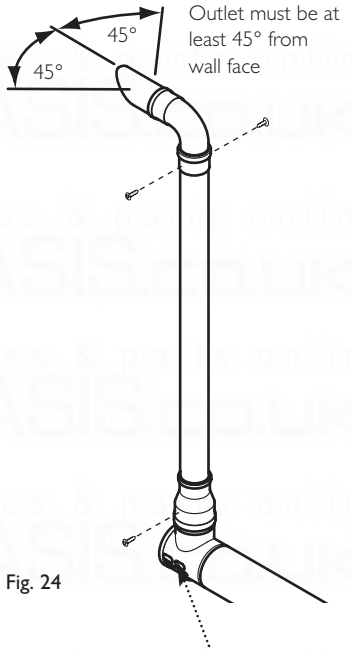
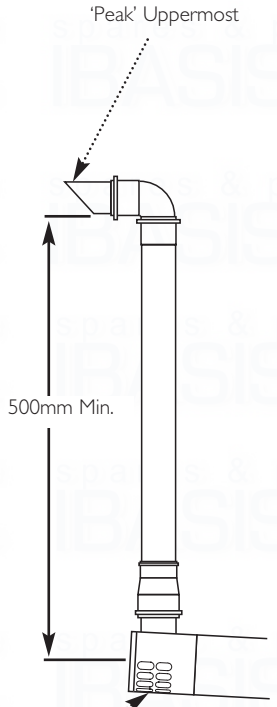

Fig. 24
Fig. 25
3. The plume outlet must always be at least 45° to the wall, with the 'peak' uppermost to prevent rain entry (Figs. 24 & 25), and be at least 2 metres above ground level. It must be secured as shown in Fig. 19. The plume outlet must also be at least 500mm from the air inlet in any direction (Fig. 25).